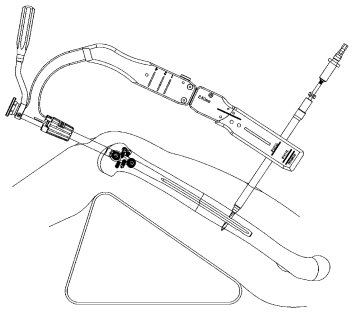

図 2
2) 骨折部の再転位に気を付けながらイメージインテンシファイヤー（X 線透視）で確認しドリリングします．（図 2）